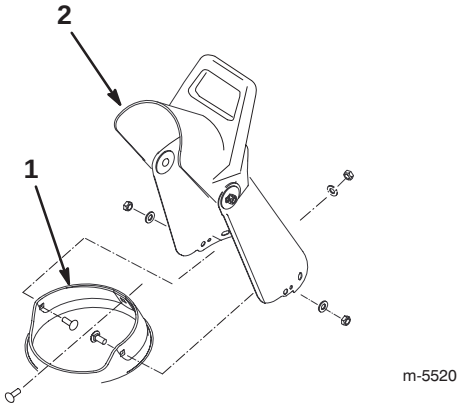

Figur 10
1. Placera utkastaren över utkastarringen och rikta in hålen på utkastarens baksida i linje med centrumhålet i utkastarringen (figur 10).
2. Sätt in en skruv genom centrumhålet i utkastarringen från insidan och genom hålet i utkastaren (figur 10).